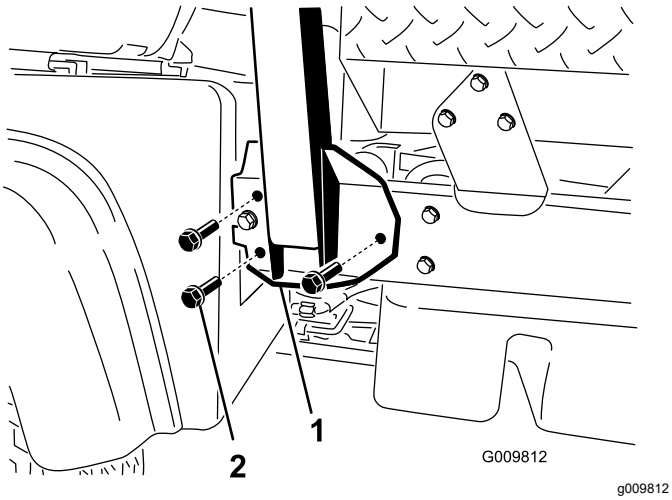

Figur 4
2. Ret hver side af styrtbøjlen ind efter monteringshullerne på hver side af maskinens stel (Figur 4).
3. Fastgør monteringsbeslaget til styrtbøjlen på maskinens stel med 3 flangehovedbolte (½" x 1¼") på hver side (Figur 4).